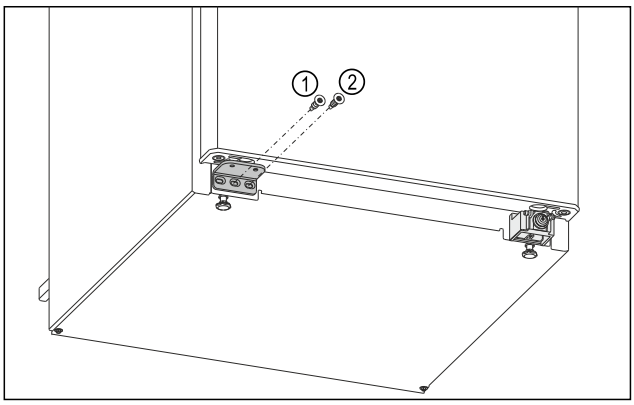

Fig. 24
▶ Înșurubați ferm șurubul din mijloc al suportului de lagăr *Fig. 24 (1)* cu șurubelnița Torx 20.
▶ Înșurubați ferm șurubul din interior al suportului de lagăr *Fig. 24 (2)* cu șurubelnița Torx 20.